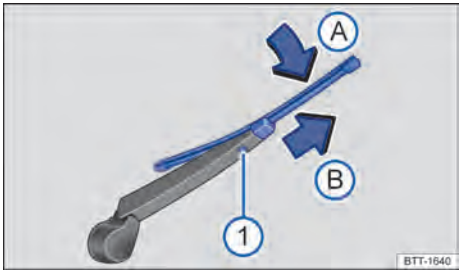

**Fig. 157** En la parte trasera del vehículo: cambiar la escobilla del limpialuneta.
① Tecla de desbloqueo
3. Mantenga presionada la tecla de desbloqueo → fig. 157 ①.
4. Doble la escobilla en dirección al brazo del limpiaparabrisas → fig. 157 Ⓐ y retírela al mismo tiempo en el sentido de la flecha Ⓑ. Es posible que tenga que emplear bastante fuerza.
5. Inserte una escobilla nueva de la **misma longitud y tipo** en el brazo del limpiaparabrisas en el sentido contrario al de la flecha → fig. 157 Ⓑ hasta que encastre. Para ello, la escobilla deberá estar doblada Ⓐ.